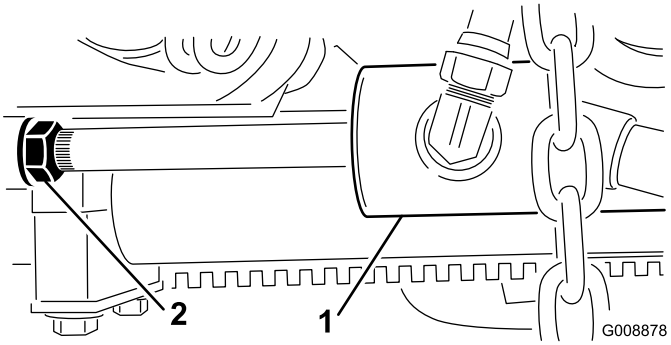

**Figur 12**
B. Flytta kontramuttern på cylindern bakåt (Figur 12).